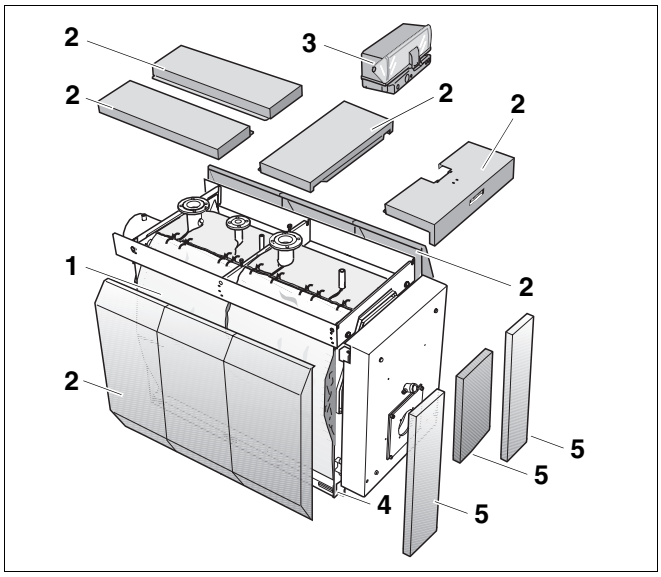

Rys. 1 Kocioł olejowy/gazowy Logano S735
Głównymi elementami kotła olejowego/gazowego Logano S735 (rys. 1) są:
– Korpus kotła (rys. 1, **poz. 4**) w połączeniu z palnikiem.
– Płaszcz kotła (rys. 1, **poz. 2**) i izolacja cieplna (rys. 1, **poz. 1**).
– Sterownik (wyposażenie dodatkowe – rys. 1, **poz. 3**).